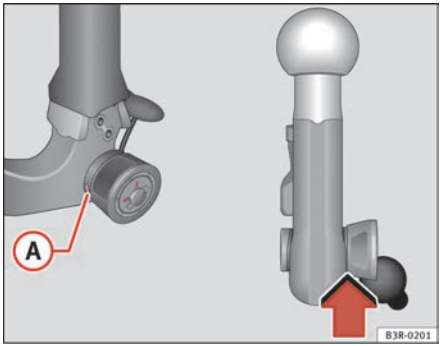

Fig. 154 Removable towing bracket: Safety check
– Check that the green marking (A) ⇒ page 192, fig. 154 on the knob is inside the black zone marked on the ball joint.